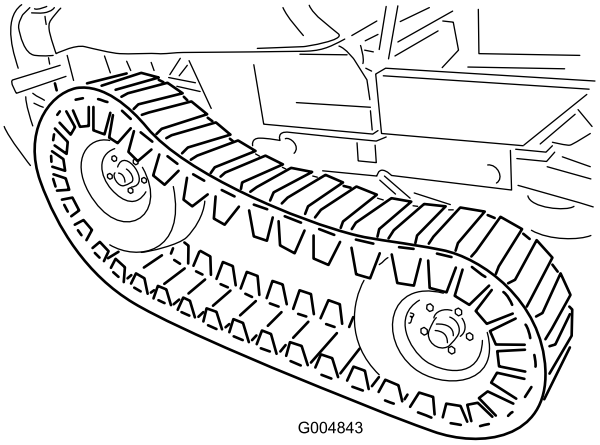

**Rysunek 53**
24. Korzystając z pomocy pomocnika, unieś przednią część gąsienicy na tyle, aby, zachowując ostrożność, móc założyć przednie koła (Rysunek 53).